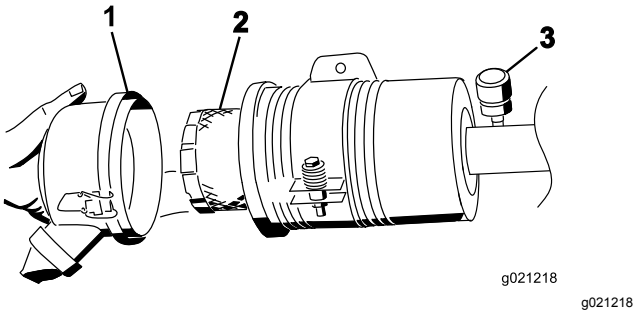

Figur 71
4. Afmonter og udskift filteret (Figur 71).